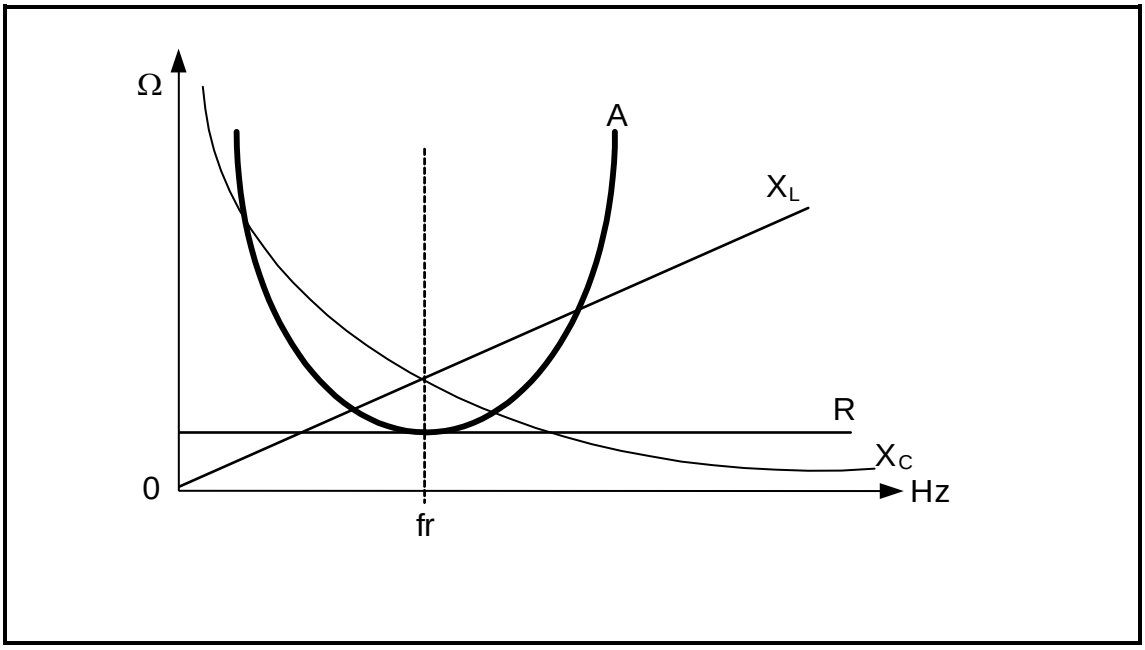

FIGUUR 2.5: RESONANSIEWEERGAWEKENKROMME
2.5 Verwys na FIGUUR 2.5 hieronder en beantwoord die vrae wat volg.
2.5.3 Verduidelik waarom die induktiewe reaktansie in FIGUUR 2.5 deur 'n reguitlyn verteenwoordig word en die kapasitiewe reaktansie deur 'n geboë lyn verteenwoordig word. (2)